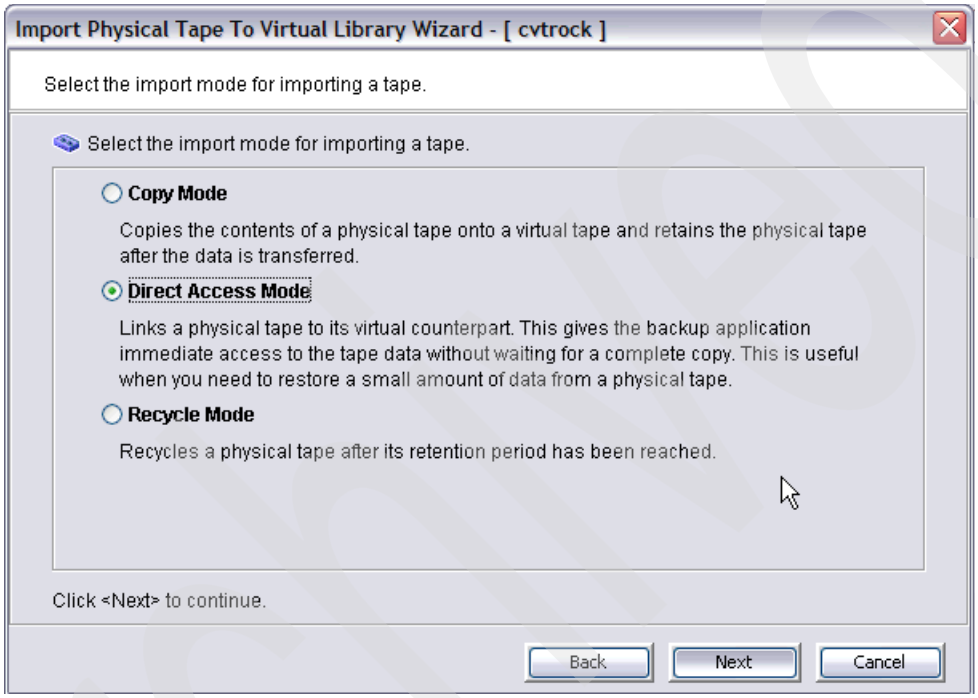

Figure 4-46 Select the import mode
4. Select in which mode you want to import the physical tape (see Figure 4-46). Choose either Copy Mode or Direct Access Mode. We select **Direct Access Mode**.